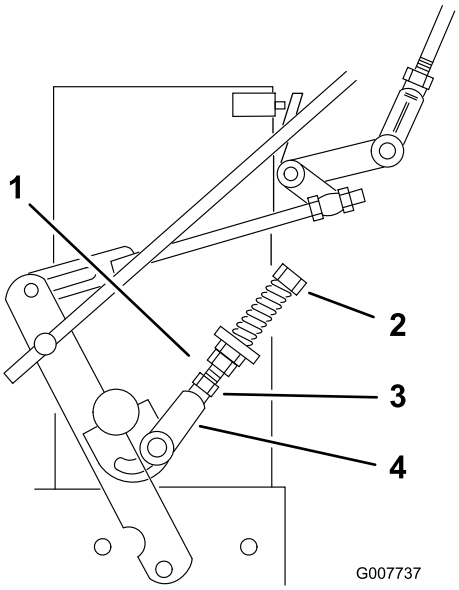

Figur 32
9. Hvis hjulet drejer, mens drivhåndtaget er placeret i den neutrale position, skal de neutrale kontrolforbindelser justeres (Figur 32). Gå videre til trin 12, hvis hjulet stopper.
10. Løsn møtrikken mod den neutrale ledforbindelses gaffel (Figur 32).
11. Juster den neutrale ledforbindelse, indtil det respektive hjul stopper, mens kontrolhåndtaget trækkes op mod den neutrale fjeder (neutral position) (Figur 32).
12. Drej justerbolten ca. 1/4 omgang med uret, hvis hjulet drejer baglæns, eller drej bolten ca. 1/4 omgang mod uret, hvis hjulet drejer fremad (Figur 32).